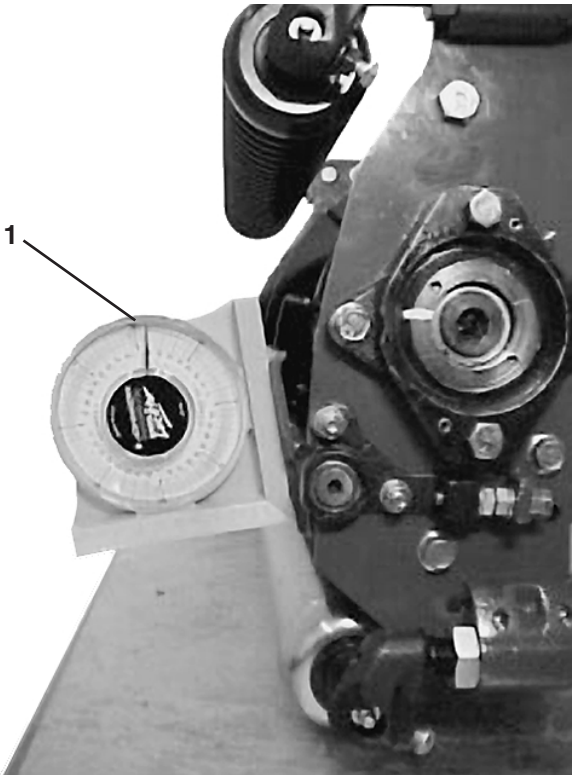

Afbeelding 9
2. Plaats een hoekindicator, Toro onderdeelnr. 99-3503, op de snijplaat en noteer de hoek van de snijplaat (Afb. 9).